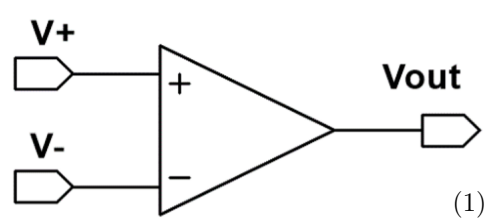

FIGURE 1. Op amp circuit element.
2.3. **Operational amplifiers.** Op amps are high-gain differential amplifiers. Like the discrete differential amplifiers that you built in Lab 6, op amps have two inputs V_+ and V_-, and one output, V_{out}. In schematic diagrams, op amps are drawn with the symbol in Fig. 1. The output and inputs satisfy the relationship